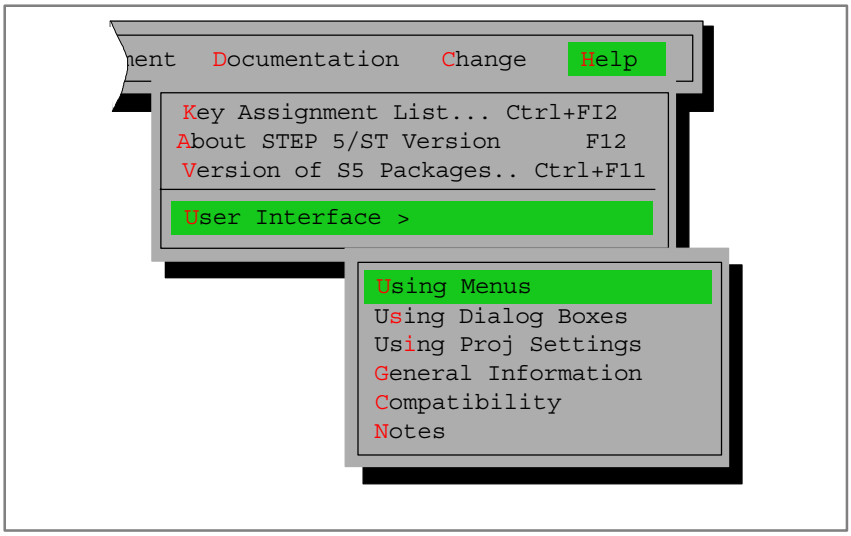

Figure 3-3 Help Menu
- **Help topics**: Provides various ways of displaying help information, see Figure 3-3.
- **Using Help**: See Figure 3-3 menu **Hel > User Interface >** or the ***Help Shift+F8*** key displays a description of the options available to find certain information in the help system.